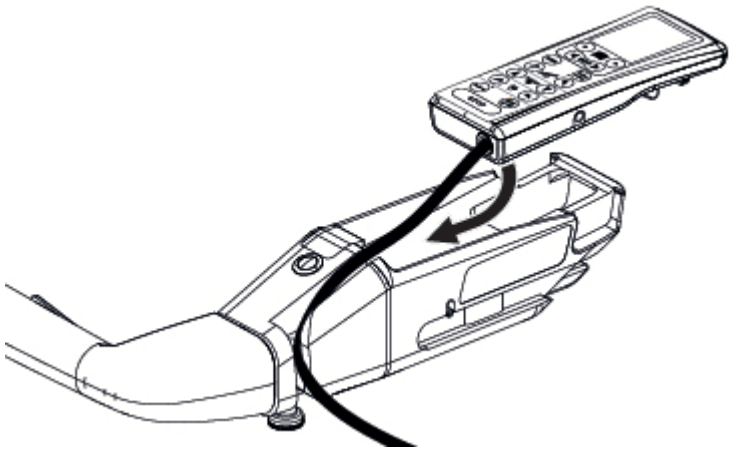

Figura 7-11. Instale el mando a distancia principal
1. Pase el cable de conexión por la ranura del mango para el traslado motorizado. Consulte la *Figura 7-11*.